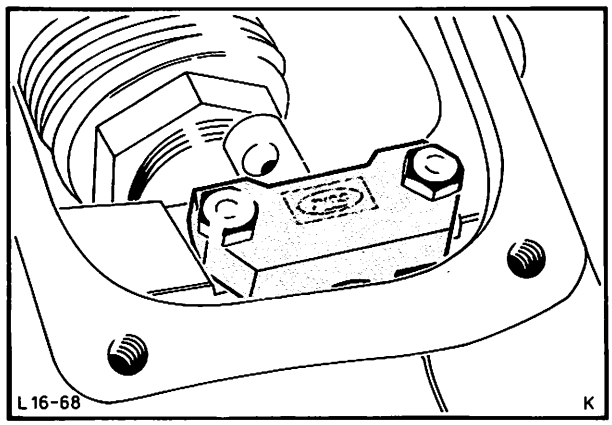

Abb. 123 Lagerbock – Schaltstange
59. Lagerbock – Schaltstange anbauen, Abb. 123.